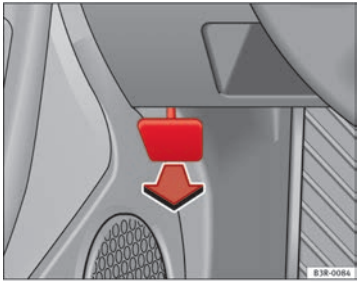

Abb. 167 Ausschnitt aus dem Fußraum auf der Fahrerseite: Entriegelungshebel für die Motorraumklappe
– Den Hebel unterhalb der Instrumententafel ⇒Abb. 167 in Pfeilrichtung ziehen.